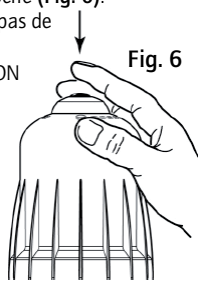

Fig. 6
- Appuyer sur le bouton de purge au sommet de la cloche **(Fig. 6)**.